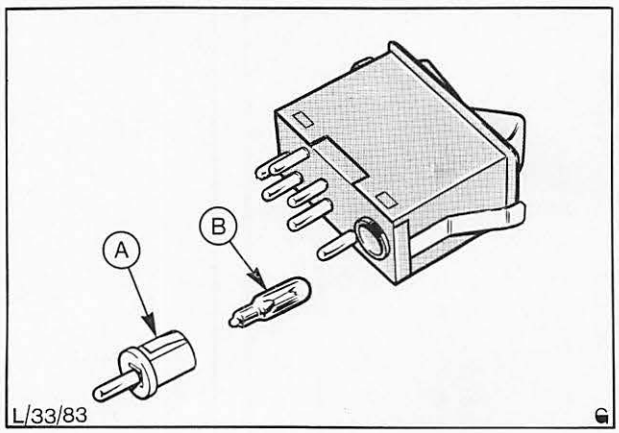

Abb. 9 Warnblinkschalter
7. Lampenfassung mit Lampe vorsichtig aus der Rückseite des Schalters herausziehen, Abb. 9.